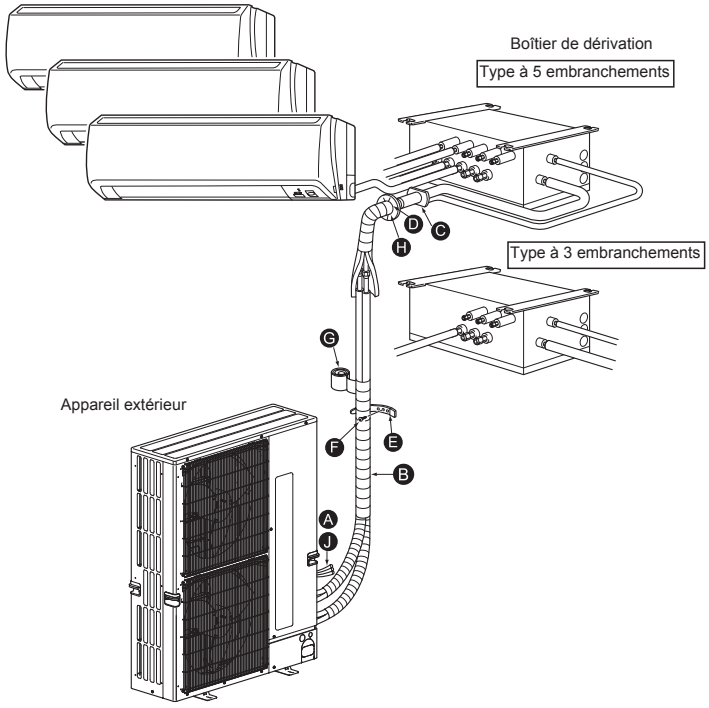

Fig. 2-1
2.1. Avant l'installation (Fig. 2-1)